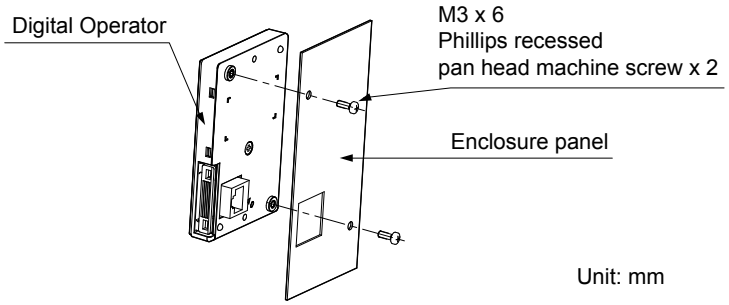

Figure 2.11 External/Face-Mount Installation
2. Position the digital operator so the display faces outwards, and mount it to the enclosure panel as shown in ***Figure 2.11***.